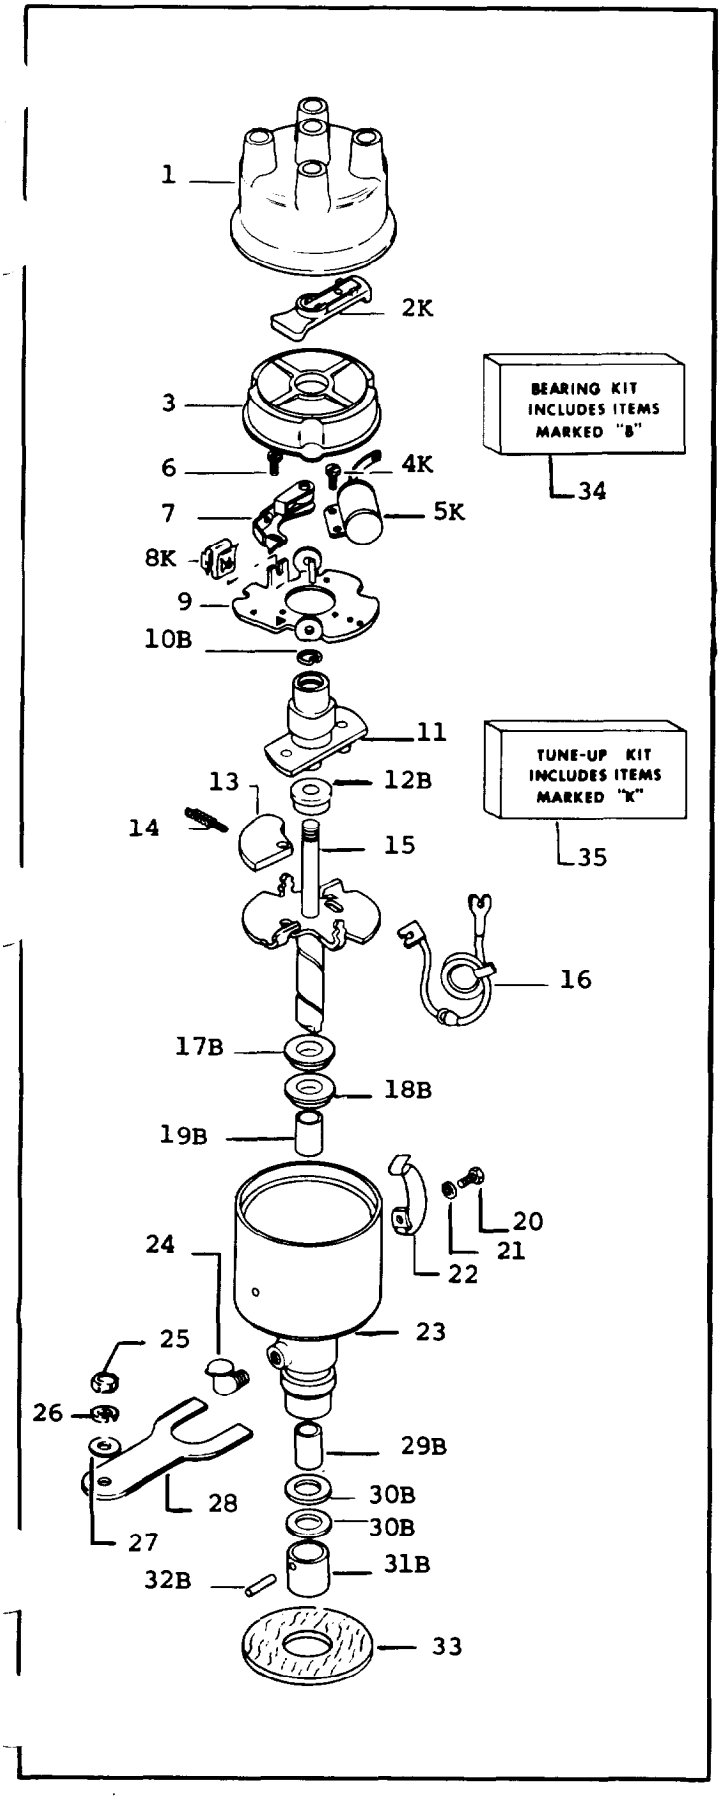

FIGURE 5-80 DISTRIBUTOR ASSEMBLY
d. Refer to figure 5-80 for parts identification.